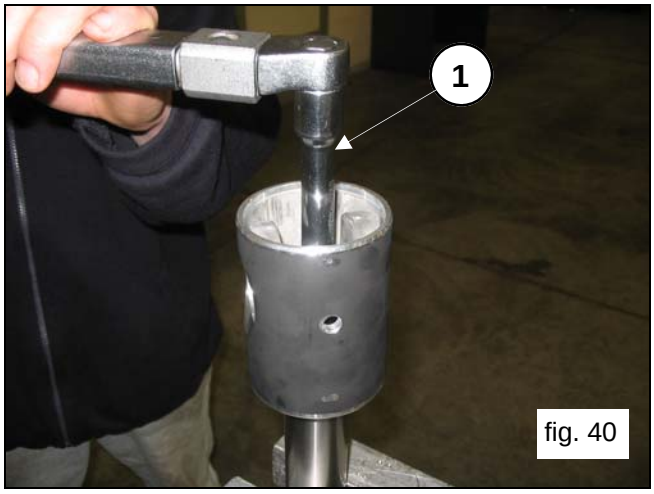

fig. 40
Block the rod using a clamp, and proceed with calibration using a torque wrench (pos.①, fig.40) as indicated in paragraph 3. “SCREW CALIBRATION”